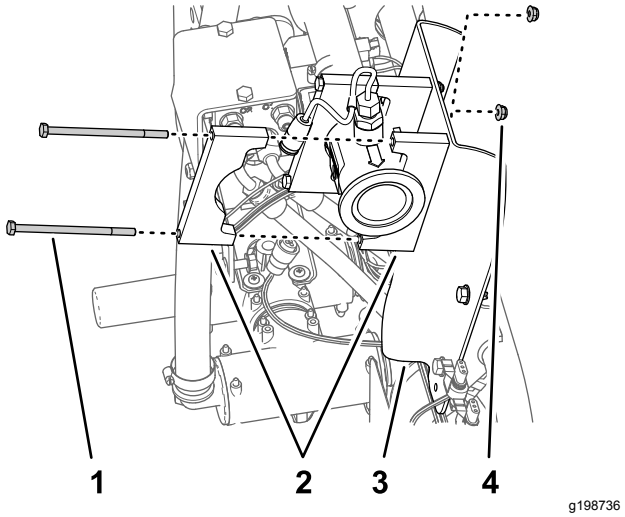

Figuur 73
3. Breng 2 helften van de steunklem aan tussen de vloeistofstroommeter en de beugel van de vloeistofstroommeter, en lijn de openingen in de klemhelften uit met de openingen in de beugel (Figuur 73).
4. Lijn een helft van de steunklem aan de achterzijde van de vloeistofstroommeter uit met 1 van de klemhelften die u gemonteerd hebt in stap 3 (Figuur 73).
5. Monteer de beide klemhelften op de beugel van de vloeistofstroommeter (Figuur 73); gebruik 2 bouten (1/4 x 4-1/2 inch) en 2 flensborgmoeren (1/4 inch).